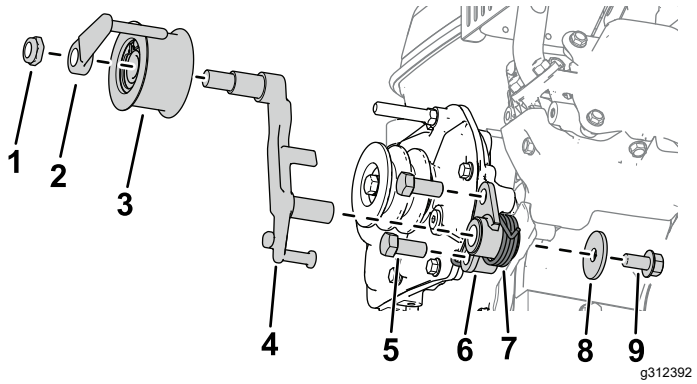

Figura 3
5. Instale o suporte da embraiagem na caixa de velocidades com dois parafusos (7/16 pol. x 1 pol.) como se mostra na Figura 3.
6. Instale a alavanca da embraiagem no suporte da embraiagem (Figura 3).
7. Instale a mola de aperto no suporte da embraiagem com uma anilha (⅜ pol. x 1⅜ pol.) e um parafuso (⅜ pol. x ¾ pol.) como se mostra na Figura 3.
8. Instale o conjunto da polia intermédia na alavanca da embraiagem com um guia da correia e uma porca sextavada (Figura 3).